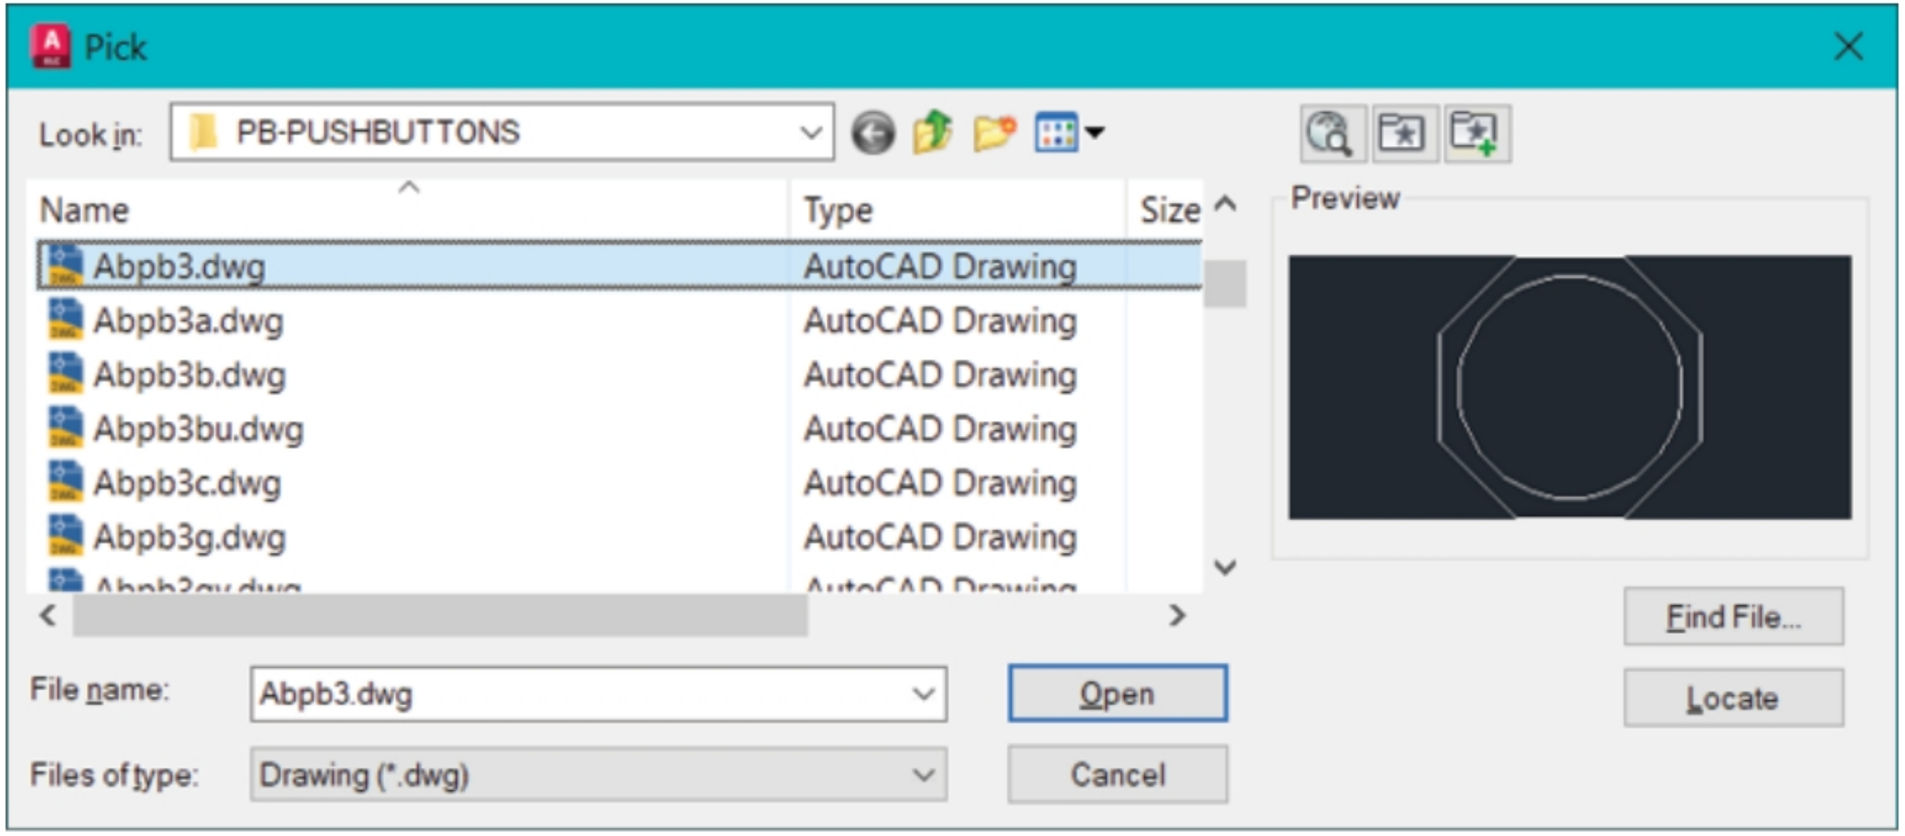

Figure-51. Pick dialog box
- Click on the **Browse** button from the **Insert Panel Terminal Footprint** dialog box. The **Pick** dialog box will be displayed; refer to Figure-51.